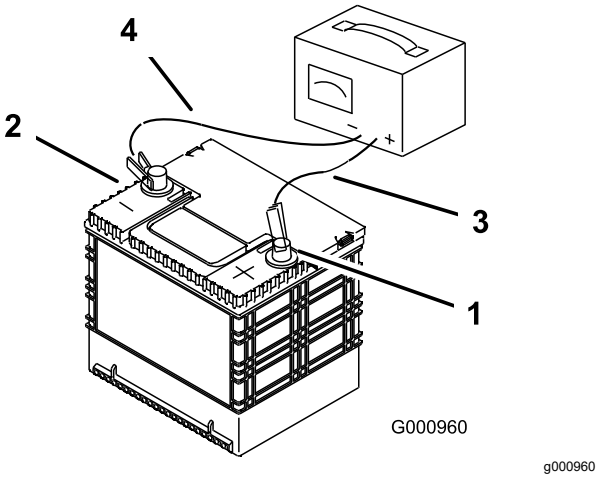

**Figuur 50**
3. Zodra de accu volledig is opgeladen, haalt u de acculader uit het stopcontact en maakt u de oplaadkabels los van de accuklemmen (Figuur 50).